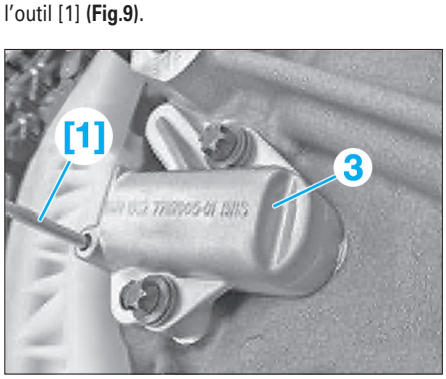

Fig. 9
- [1]. Pige de blocage du piston de tendeur de chaîne réf BMW : 114120 **(Fig.9)**
• Verrouiller le tendeur de chaîne (3) inférieur avec l'outil [1] **(Fig.9)**.